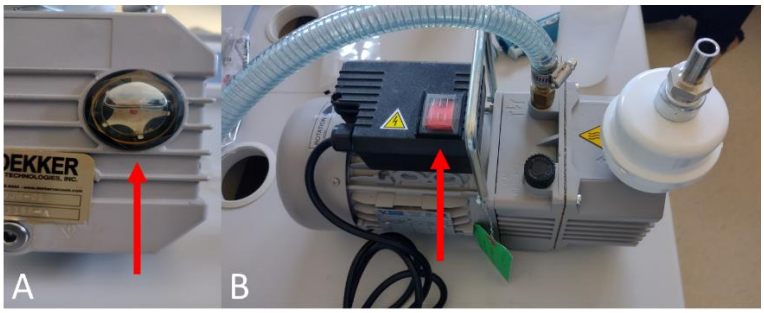

Figure 3. A) The oil quality-checking window. B) Switch of the pump.
Step 4: Check the quality of the vacuum pump oil (Figure 3.A). It should be nicely transparent. The oil level should be at the red dot.
Step 5: If the oil quality is good, switch on the vacuum pump (Figure 3.B.)
Step 6: Put your item into the vacuum chamber and close the door of the chamber and close the valve on the door (Figure 3 circle red arrow). USE GLOVES! Never touch the inner part of the vacuum chamber with bare hands!